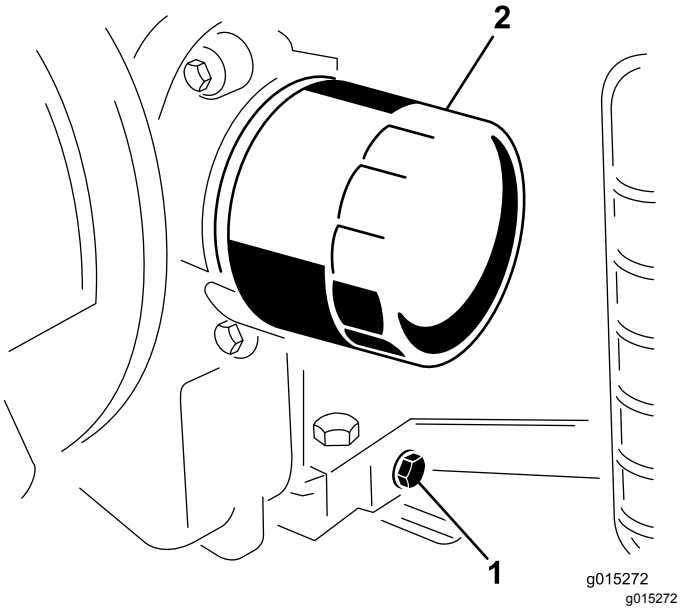

Figur 15
4. Sett et fat under der du tapper olje. Fjern oljedrenspluggen slik at oljen kan renne ut (Figur 15).